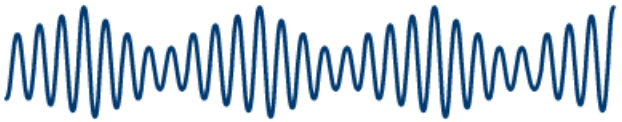

Figure 6-1-3. AM modulation showing sine wave changes as a voice changes tone and volume.
Amplitude modulation (AM). The principal use of *amplitude modulation* is for AM radio stations and television pictures. The peak-to-peak voltage of the sine wave changes as the amplitude of the modulation changes (Figure 6-1-3). The sine wave produced by a person's voice is the best example of AM.